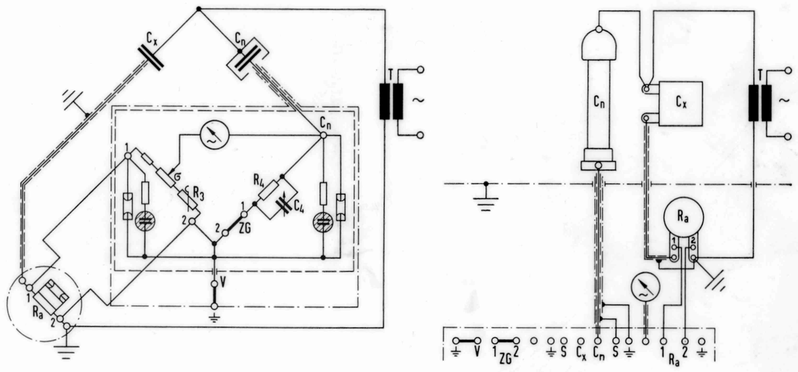

Bild 3
wie im Abschnitt 3.3. bei Anschluß nach Bild 3.
3.1. Meßschaltung und Anschluß nach Bild 3
Den Widerstand R_a nach Bild 3 anschließen. Beachten, daß Stromzuführungen und Potentialabnahmen getrennt sind! Die Potentialleitungen des Widerstandes R_a sind zu verdrillen und mit den Klemmen R_a der Meßeinrichtung zu verbinden. Auf Bezeichnungen achten! Widerstand R_a an Stromklemme 2 erden. Im Widerstand R_a ist eine Durchschlagsicherung eingebaut.
Ausnahme: Meßschaltung mit Außenwiderstand R_a (ähnlich Bild 3). Hier Niederspannungszuleitung nicht an Klemme V legen, sondern mit der Klemme 2 des Außenwiderstandes R_a verbinden. Widerstand R_a jedoch nicht erden! Stromklemme 1 dieses Widerstandes mit dem Prüfling C_x und die Potentialleitungen (Klemmen 1 und 2) mit der Meßbrücke verbinden. Jedoch Meßbrücke erden und Lasche L_1 öffnen.